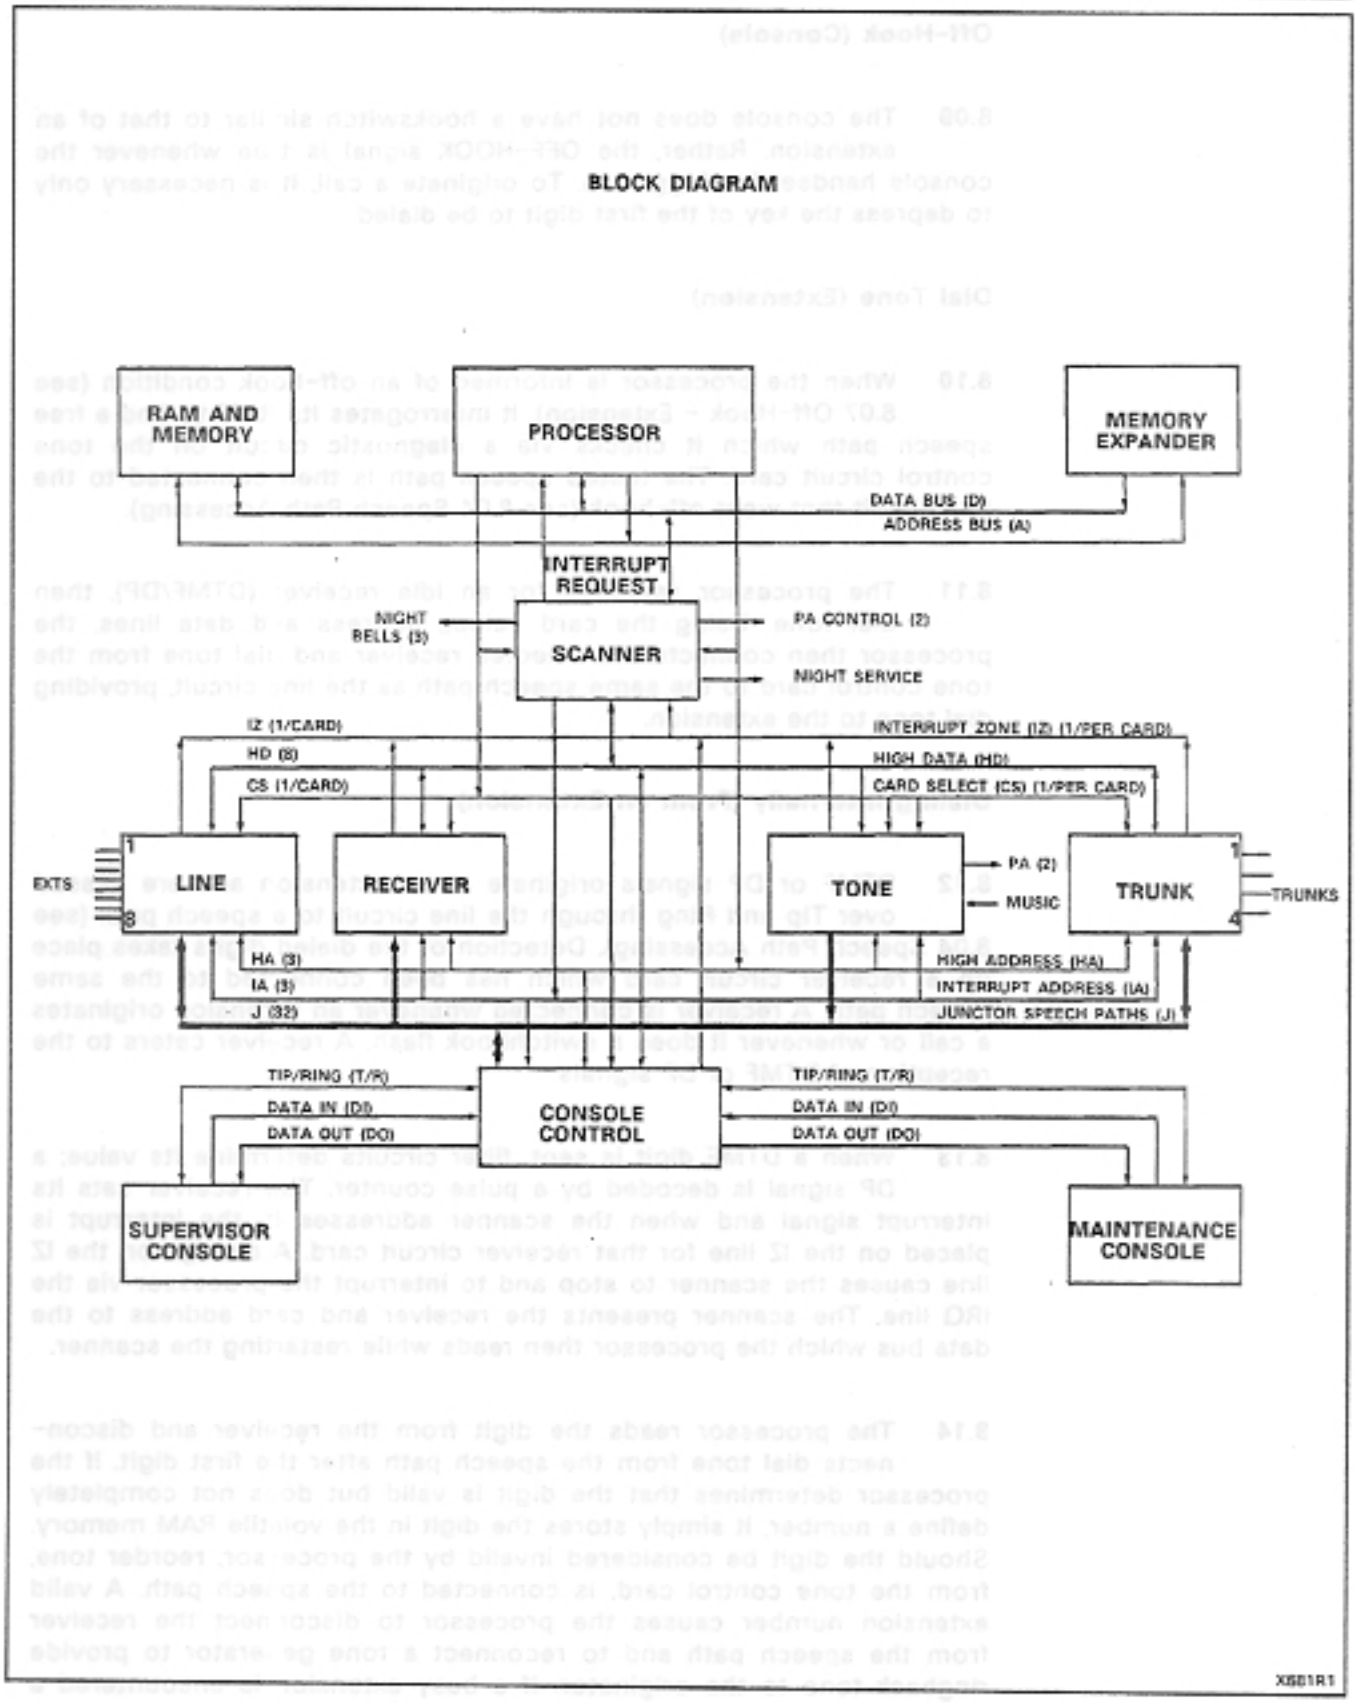

Figure 8-2 Call Processing Block Diagram
8.03 The ACD uses a specially developed large scale integrated (LSI) circuit to implement a space-division switching matrix. The basis of this space division is a 4-by-8 bit analog crosspoint switch (MITEL MT8804) which is used throughout the system to connect any one of 31 speech paths to any one (or more) extension, trunk, console, receiver or tone generator circuit(s). Such connections are controlled by the microprocessor via its data and address lines. These, together with the card select, interrupt power and other lines, run the length of the equipment shelf backplane and are available as required to each circuit card. See Table 8-1 and Figure 8-2 for a description of the backplane signals.
8.06 Figure 8-2 and Table 8-1 should be consulted when reading the descriptive material. In addition, the following abbreviations have the meanings indicated in the text:
Note: The above symbols are used in conjunction with the text description and Figure 8-2.